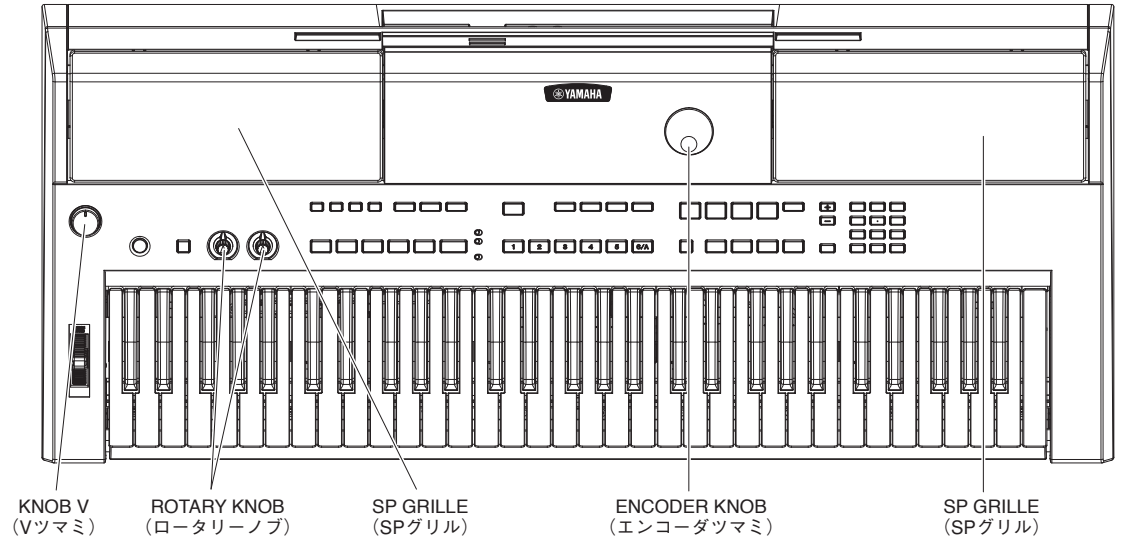
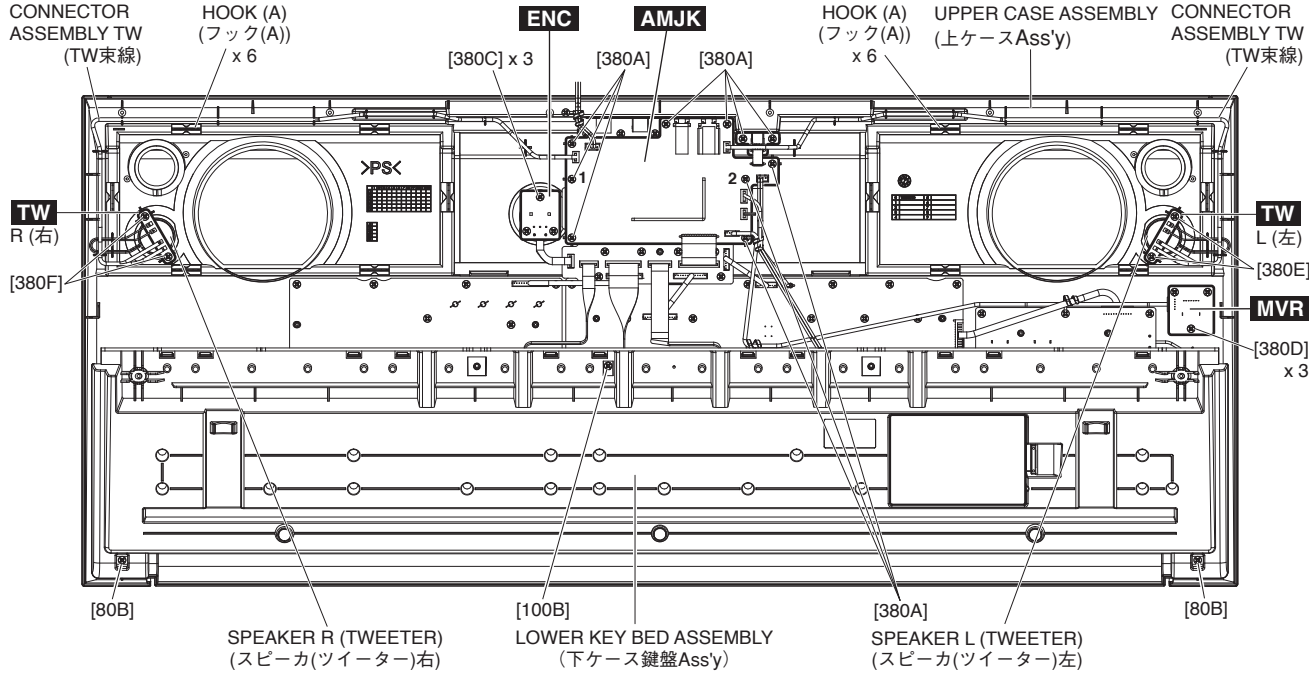
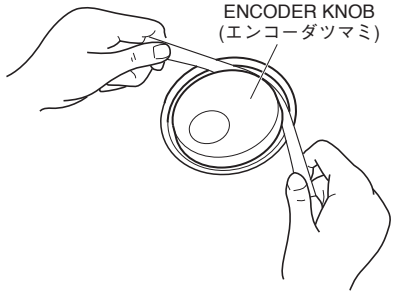
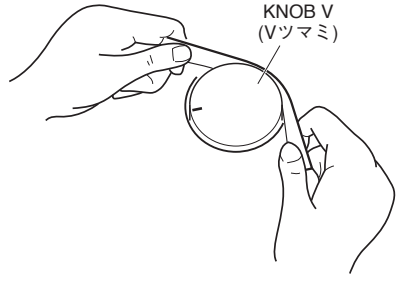

Fig. 1（図1）
Fig. 2（図2）
Fig. 6（図6）
Fig. 7（図7）
1-1 Remove the six (6) screws marked [80A], two (2) screws marked [90] and two (2) screws marked [100A]. The lower case assembly can then be removed. (Fig. 1)
* ***When installing the lower case assembly, first tighten the screw marked [90] and then the remaining screws. (Fig. 1)***
1-1 [80A] のネジ 6 本、[90] のネジ 2 本と [100A] のネジ 2 本を外して、下ケース Ass'y を外します。（図 1）
※ **下ケース Ass'y を取り付けるときは、最初に [90] のネジを締めてから他のネジを締めてください。（図 1）**
2-2 Remove the ten (10) screws marked [380A]. The AMJK circuit board can then be removed. (Fig. 2)
* ***When installing the AMJK circuit board, tighten the screws 1, 2 in that order and then the remaining screws. (Fig. 2)***
2-2 [380A] のネジ 10 本を外して、AMJK シートを外します。(図 2)
※ **AMJK シートを取り付けるときは、1、2 の順でネ ジを締めてから他のネジを締めてください。(図 2)**
4-1 Pull out the encoder knob from the control panel as shown in Fig. 6. (Fig. 1, Fig. 6)
4-3 Remove the three (3) screws marked [380C]. The ENC circuit board can then be removed. (Fig. 2)
4-1 コントロールパネルから、エンコーダツマミを図 6 のようにして抜いておきます。(図 1、図 6)
4-3 [380C] のネジ 3 本を外して、ENC シートを外します。(図 2)
5-1 Pull out the knob V from the control panel as shown in Fig.7. (Fig. 1, Fig. 7)
5-3 Remove the three (3) screws marked [380D]. The MVR circuit board can then be removed. (Fig. 2)
Remove the connector assembly TW and speaker cable soldered to the TW circuit board (L) and remove the two (2) screws marked [380E]. The TW circuit board (L) and speaker L (tweeter) can then be removed. (Fig. 2)
Remove the connector assembly TW and speaker cable soldered to the TW circuit board (R) and remove the two (2) screws marked [380F]. The TW circuit board (R) and speaker R (tweeter) can then be removed. (Fig. 2)
7-2 Set the six (6) projections [A] parallel to the groove in the upper case assembly and remove the SP grille. (Fig. 1, Fig. 2)
8-2 Remove the two (2) screws marked [80B] and the screw marked [100B]. The lower key bed assembly can then be removed. (Fig. 2)
5-1 コントロールパネルから、V ツマミを図 7 のようにして抜いておきます。(図 1、図 7)
5-3 [380D] のネジ 3 本を外して、MVR シートを外します。(図 2)
TW シート（左）に半田付けされている TW 束線とスピーカ束線を外し、[380E] のネジ 2 本を外して TW シート（左）とスピーカ（ツイーター）左を外します。(図 2)
TW シート（右）に半田付けされている TW 束線とスピーカ束線を外し、[380F] のネジ 2 本を外して TW シート（右）とスピーカ（ツイーター）右を外します。(図 2)
7-2 6 箇所のフック（A）を上ケース Ass'y の溝と平行にして、SP グリルを外します。(図 1、図 2)
8-2 [80B] のネジ 2 本と、[100B] のネジ 1 本を外して、下ケース鍵盤 Ass'y を外します。(図 2)